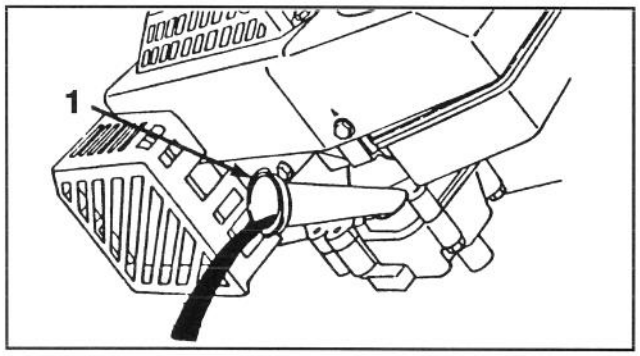

Abb. 20
7. Den Mäher auf die linke Seite kippen, damit das Öl in die Wanne ablaufen kann (Abb. 20).